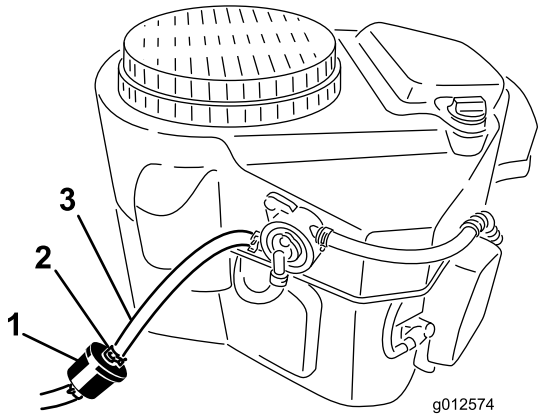

Figur 51
2. Rengjør rundt drivstofflokket for å hindre at det kommer rusk inn i drivstofftanken (Figur 51).
4. Klem sammen endene på slangeklemmene, og skyv dem bort fra filteret (Figur 51).